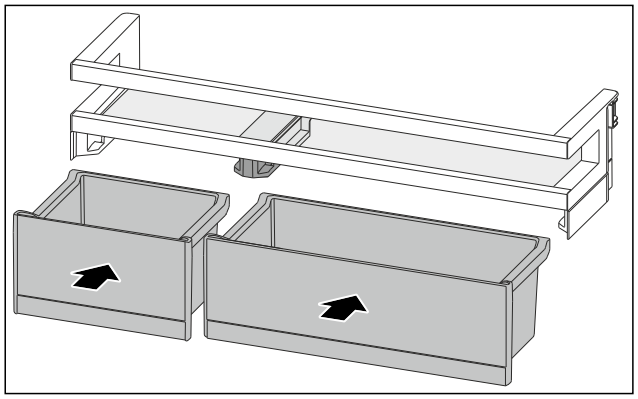

Fig. 98
- ▶ Helyezze be a VarioBoxokat a megcserélt sorrendben. (lásd Fig. 98)